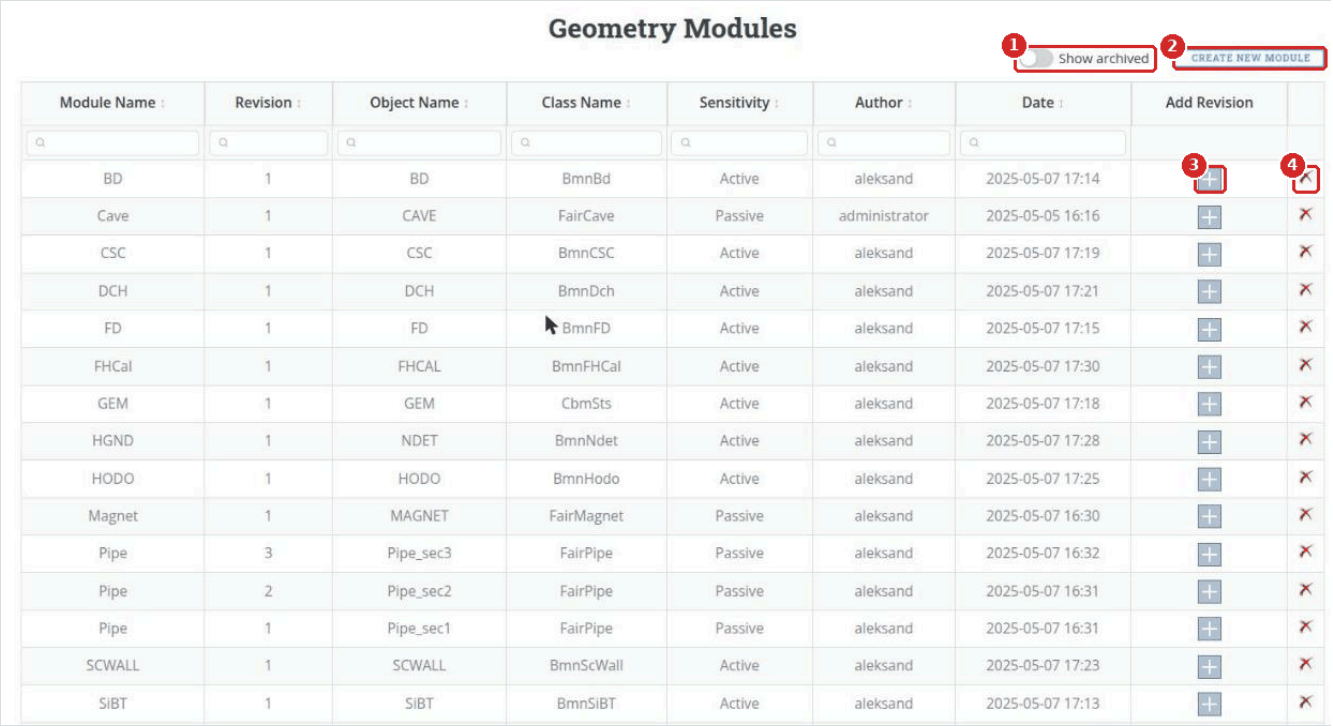
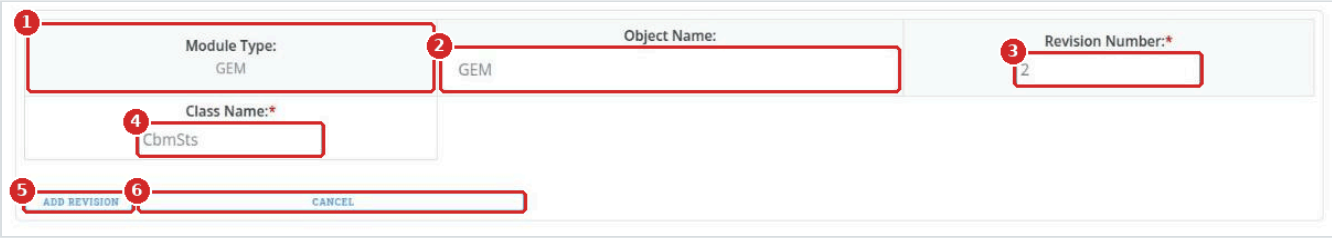

Figure 19. EDIT MODULES: (1) Show archived, (2) CREATE NEW MODULE, (3) Add Revision, (4) delete or archive
Figure 21. The Add Revision form for the module `GEM`: (1) Module Type, (2) Object Name, (3) Revision Number, (4) Class Name, (5) ADD REVISION, (6) CANCEL
1. On **EDIT MODULES**, click **+** in the **Add Revision** column of the module's row (3 in Figure 19). The form opens in place of the table (Figure 21).
2. **Module Type** (1) shows the module and cannot be changed.
3. Check **Object Name** (2), **Revision Number** (3) and **Class Name** (4). The form shows the current object name and class name and the next free revision number; change what differs in the new revision.
4. Click **ADD REVISION** (5), or **CANCEL** (6) to leave without saving.